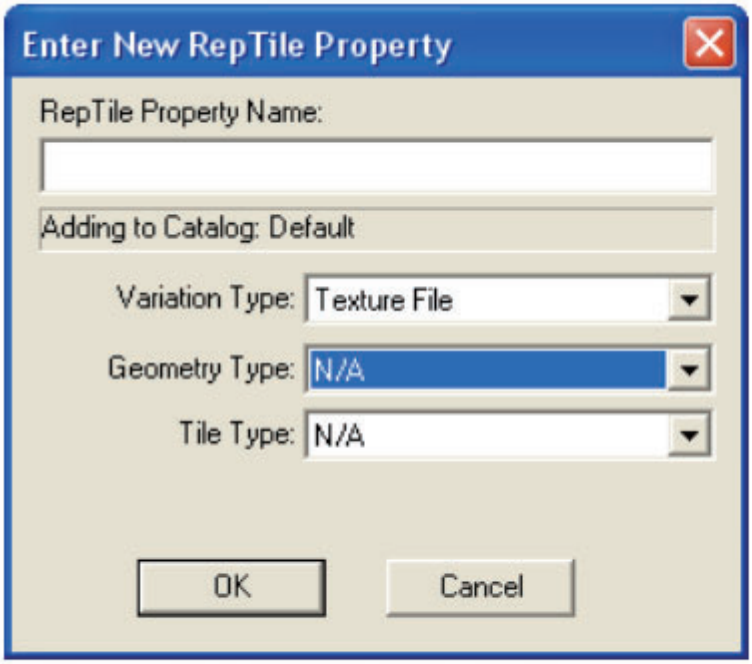

FIGURE 3.69 - Enter new RepTile property for a Variation Type of Texture File.
- 目的のカタログで、[プロパティを追加 ...] を選択します。これにより、[新しい RepTile プロパティの入力] ダイアログが表示されます（図 3.69 を参照）。